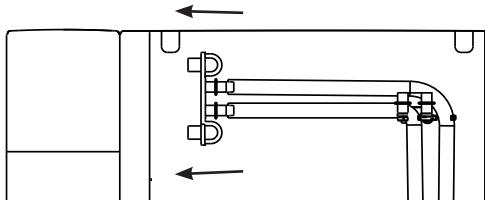

Figure 5
9. Décrochez le haut des tuyaux de vidange à l'arrière de l'appareil. Voir la figure 5.